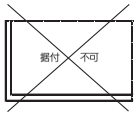

図18
①有効吸込面積［St］が必要吸込面積［Sr］より大きい。
②隣り合う2面の面積（S12、S23、S34、S41）の内で、最小の値が［Sr］の25%以上あること。（図18、19参照）